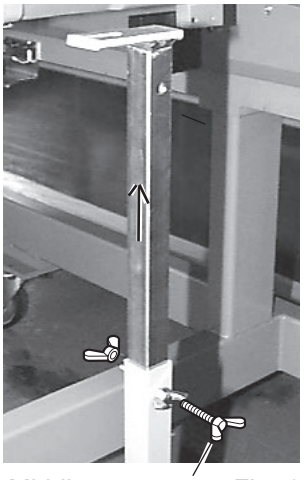

Fig. 1
3. Remove middle set screw on Table stay, extend Table stay as illustrated in Fig. 1 and insert middle set screw.